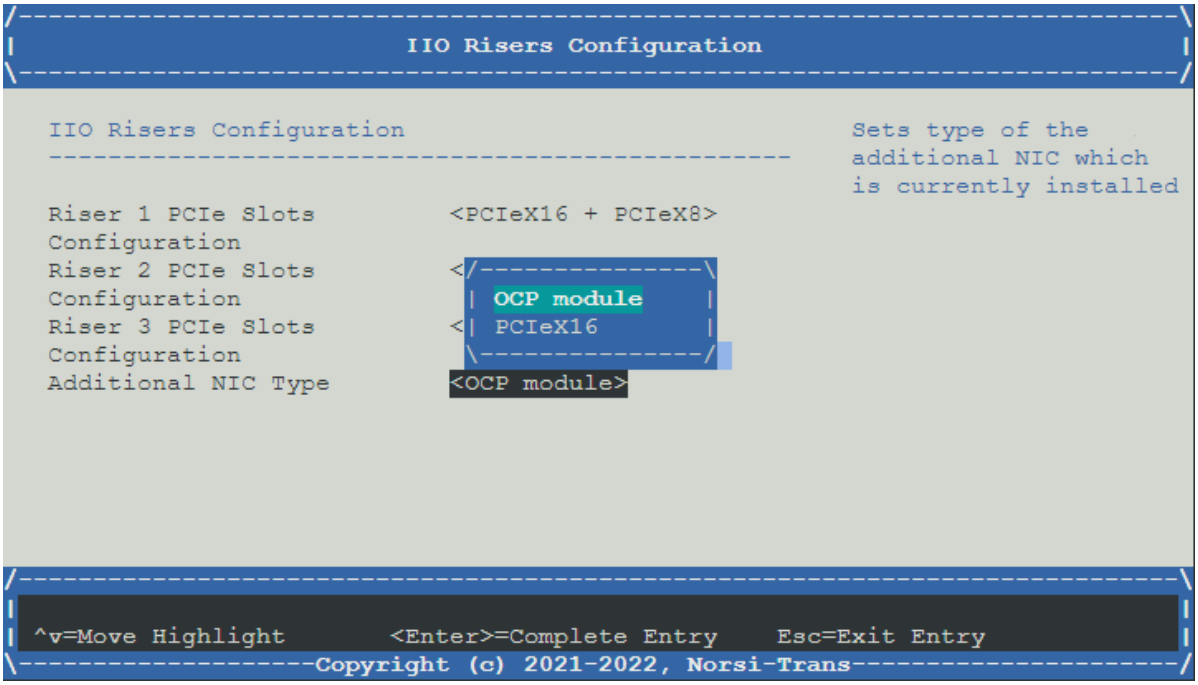

Рис. 72. Меню IIO Risers Configuration
2) Перейдите во вкладку «IIO Risers Configuration» и установите «Additional NIC Type» в состояние <OCP module>. Окно показано на рис. 72 Меню IIO Risers Configuration.